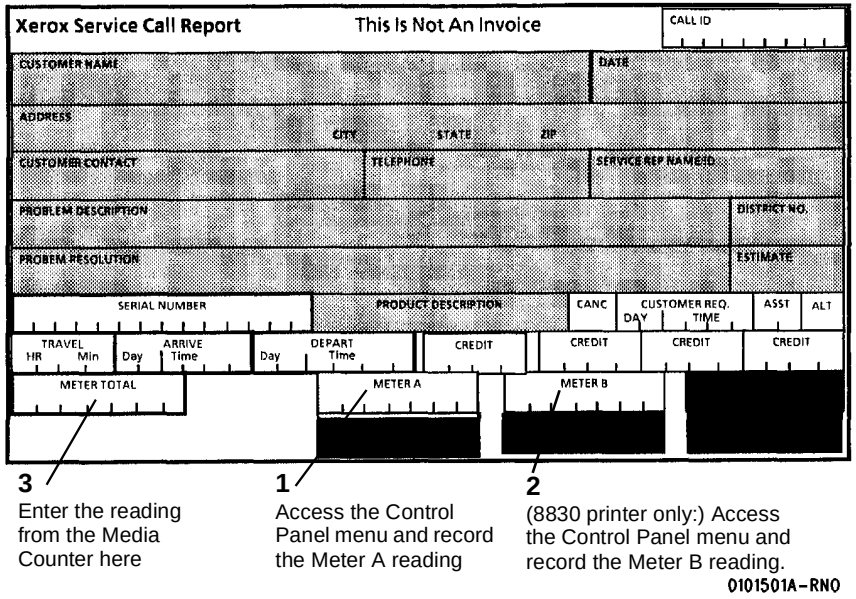

**Figure 1 Recording the Print Count Readings**
2. (Figure 1 ): Fill out the Service Call Report form including: